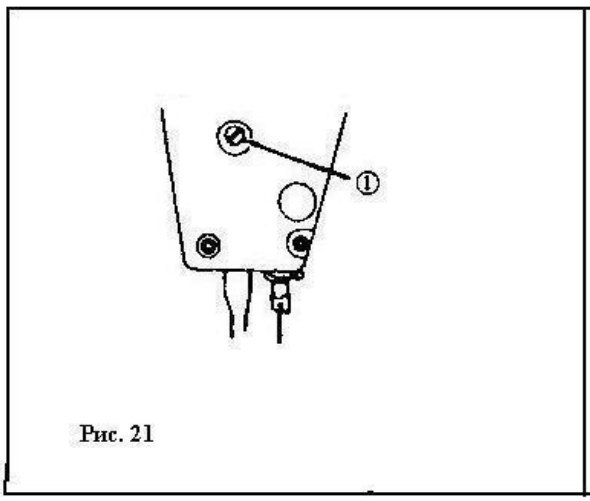

Рис. 21
15. РЕГУЛИРОВКА ВЫСОТЫ СТЕРЖНЯ ЛАПКОДЕРЖАТЕЛЯ (Рис. 21).